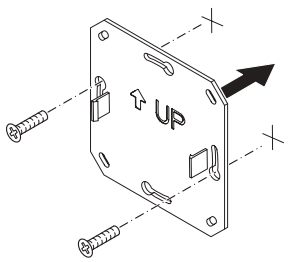

Rys. 32 - Płytka montażowa
2. Używając śrub: przykręć śrubami płytkę montażową (Rys. 32).